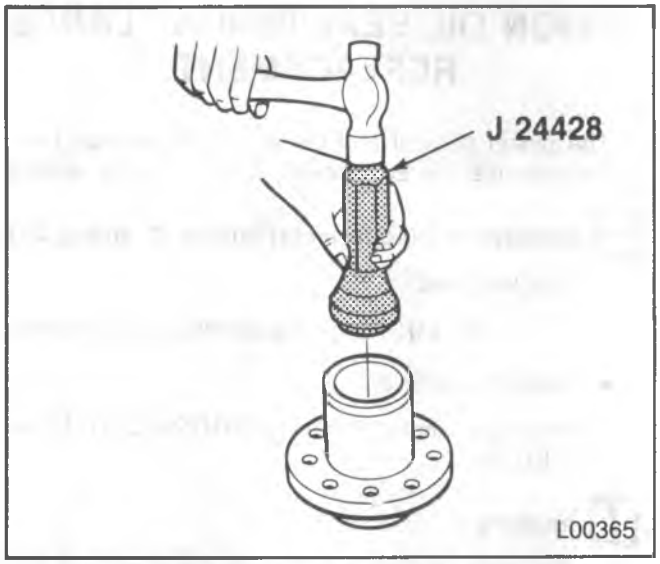

Figure 32—Installing Oil Seal into Hub
5. New oil seal using J 24428 (figure 32).